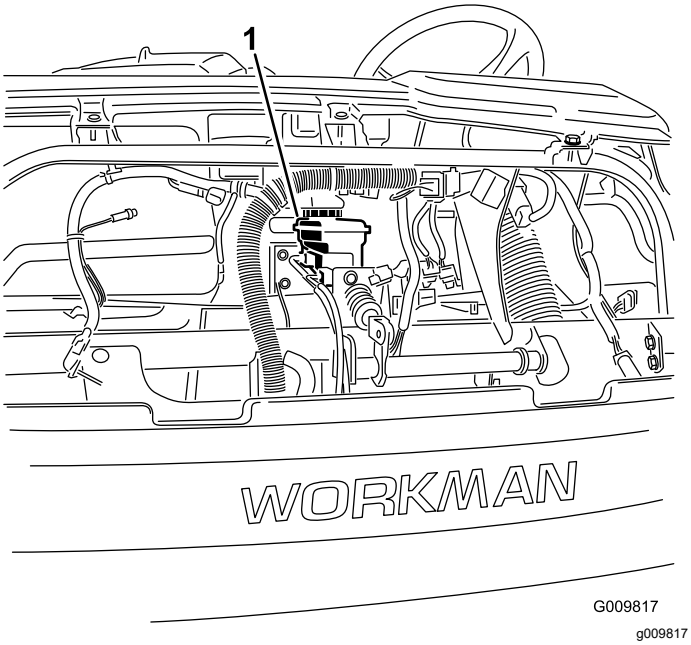

Figur 57
4. Lyft upp motorhuven så att du kommer åt huvudbromscylindern och behållaren (Figur 57).